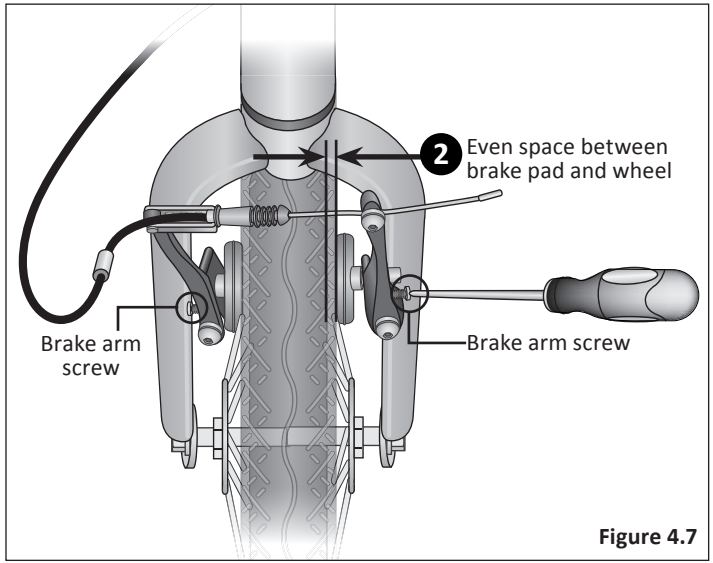

Figure 4.7
❷ If the gap between the brake pad and wheel is uneven, adjust the position of the brake pad.
- Using a phillips head screwdriver, adjust the brake arm screws on either side of the brake arm. **Note:** Turning the screw ***clockwise*** moves the pad away from the rim. Turning the screw ***counterclockwise*** moves the pad towards the rim. **Figure 4.7**
❸ Pull and release the brake lever a few times and check if the pads are centered.
❹ If necessary, repeat steps one through three until the brake pads are centered and the gap between the pads and rim is close to 1/8 inch.